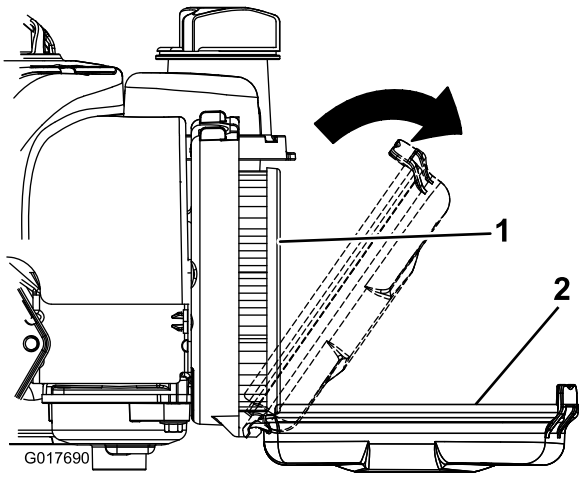

Figur 17
1. Åpne låsene som holder motorens luftfilterdeksel (Figur 17).